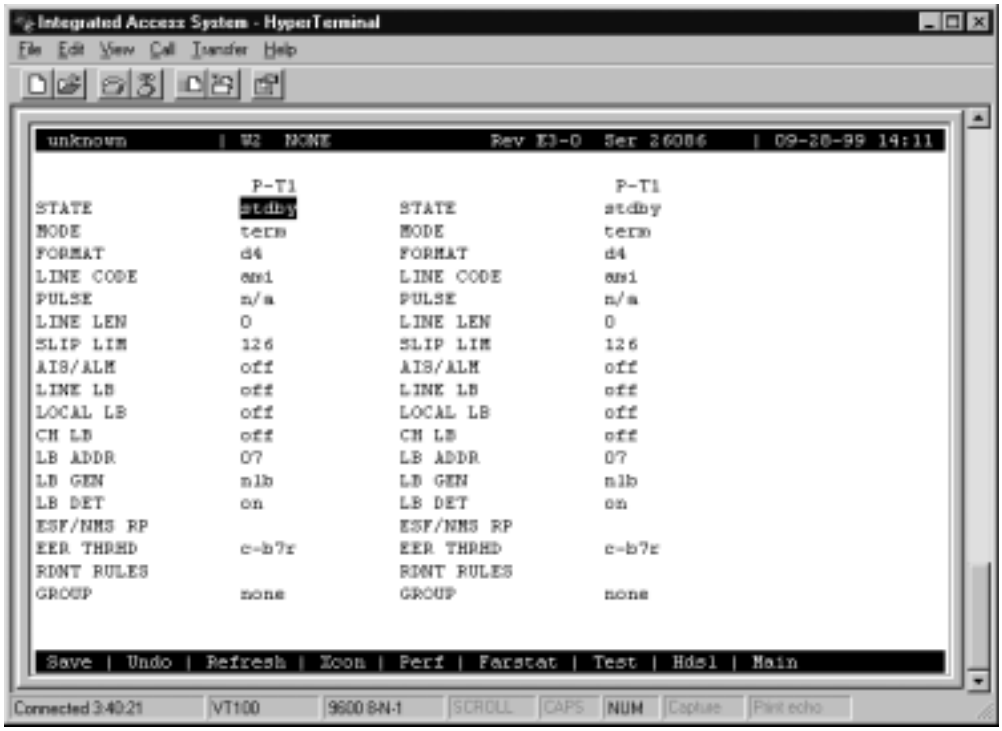

Figure 7-14.WAN HDSL Card Main Screen for PairGain T1/HDSL Modules
Figure 7-14 shows the WAN HDSL Card Main Screen for PairGain T1/HDSL operation. This example shows a WAN HDSL card with two PairGain T1/HDSL (821) modules. The P-T1/P-T1 Modules for T1 operation have identical configuration parameters, which you must set on the WAN Card Main Screen. To go to that screen select the desired WAN card on the System Main Screen, then press <Enter>.